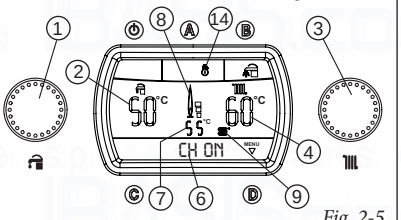

Fig. 2-5
During the request for central heating 'CH ON' appears on the status display (item 6) and at the same time as burner lights the flame presence display switches on (item 8) together with the output scale next to it. The displays (items 7 and 9) indicate the instantaneous outlet temperature from the primary heat exchanger. As shown in Fig. 2-5.